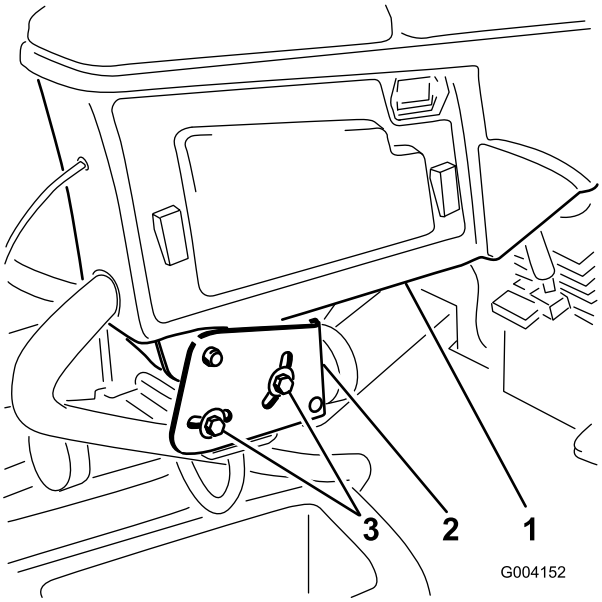

Figura 2
1. Afloje los 2 pernos que fijan el brazo de control al soporte de retención (Figura 2).